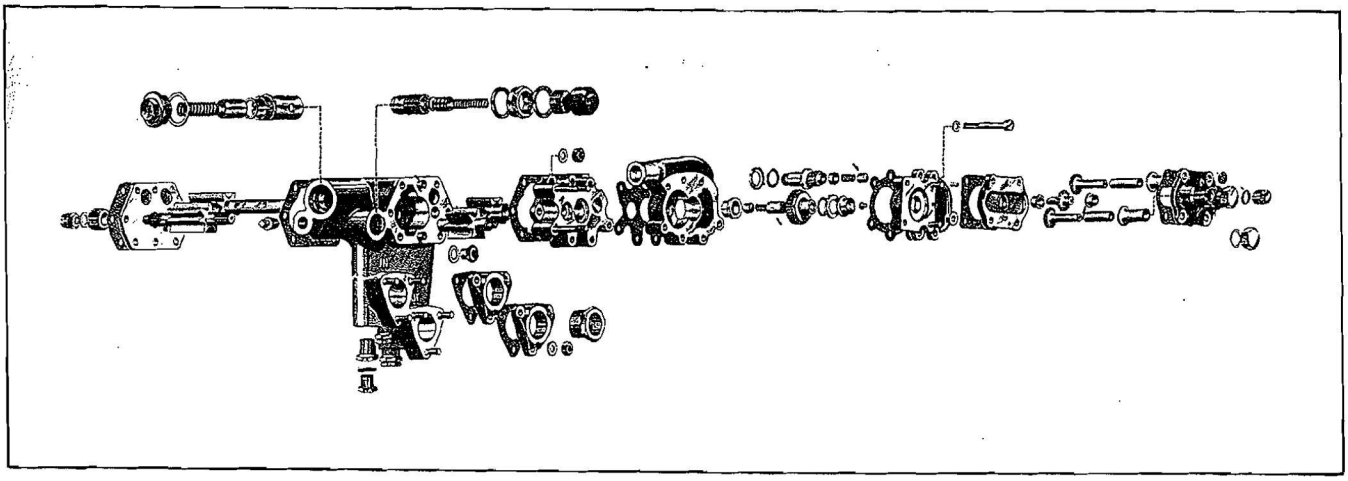

Figure 31—Oil Pump Assembly with Provision for External Oil Scavenge Line
(1) The oil is drawn from and returned to an external oil supply tank by an oil pump assembly mounted on the lower left side of the supercharger rear cover. The pump consists of a cast aluminum alloy body with cored passages for two sections accommodating separate pressure and scavenge pumps located at the rear and front of the pump body, respectively. Refer to Figure 31. Both pumps consist of two spur gears with large teeth, the scavenge pump gears being longer than those of the pressure pump. The drive is effected through a shaft milled with scavenge gear teeth and splined at both ends. This shaft is located in the approximate center of the gear section with the front end extending through an end plate to mesh with the oil pump drive in the rear supercharger housing cover by means of a splined coupling. The pressure pump drive gear, located at the rear of the body, is splined to the rear end of the oil pump drive shaft. A mating idler gear meshes with each of the drive gears of both the pressure and scavenge pumps. Covers at each end of the pump body retain and support the gears. Short hollow steel dowels align the end plates to the body. The front end plate is drilled with two large diameter holes